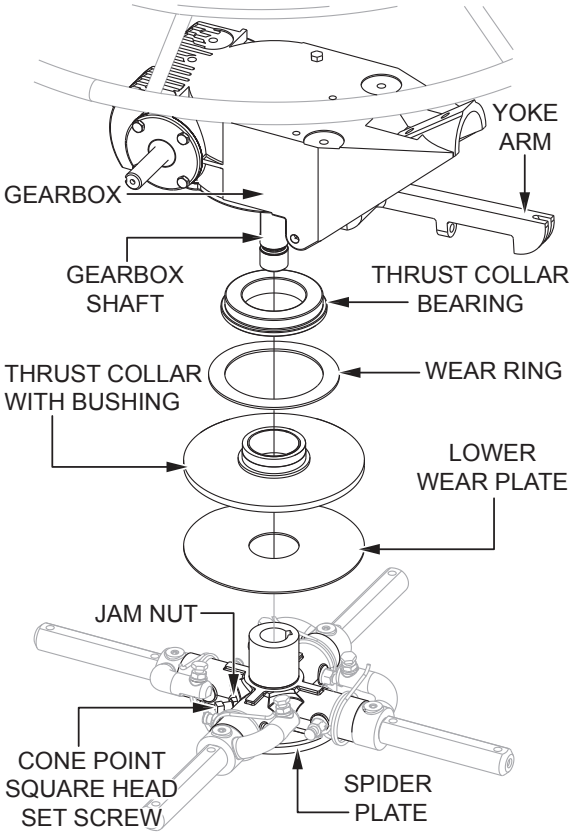

Figure 66. Spider Removal
1. Locate and loosen the cone point square head set screw and attached jam nut (Figure 66) on the side of the spider assembly.